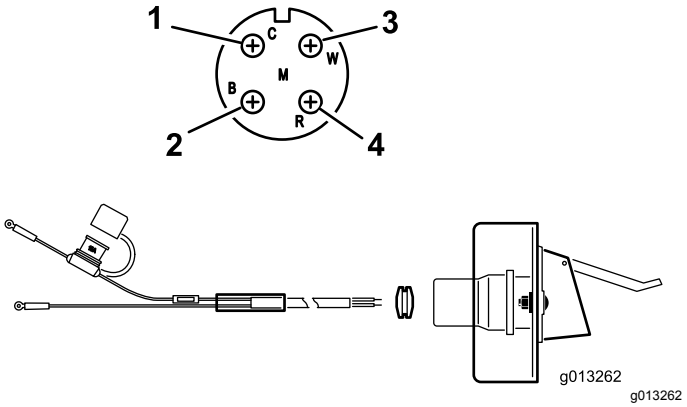

Figur 9
2. Før de elektriske ledninger fra batteriet til det elektriske stiks beslag og fastgør dem (Figur 9).
3. Før ledningerne gennem sokkelbeslaget og monter den sorte gummikrans på ledningerne (Figur 9).